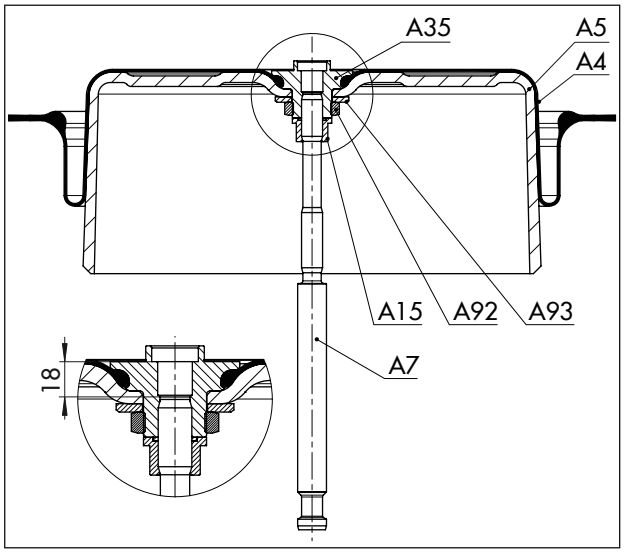

Bild 13: *Anordnung der Bauteile für Wirkrichtung FE (1000 cm²)*
7. Antriebsstange (A7) umgekehrt in das Druckstück (A35) einschrauben. Dabei das Maß auf 18 mm einstellen (vgl. Bild 13).
15. Entlüftungsstopfen (A16) vom oberen in den unteren Stelldruckanschluss (S) schrauben.